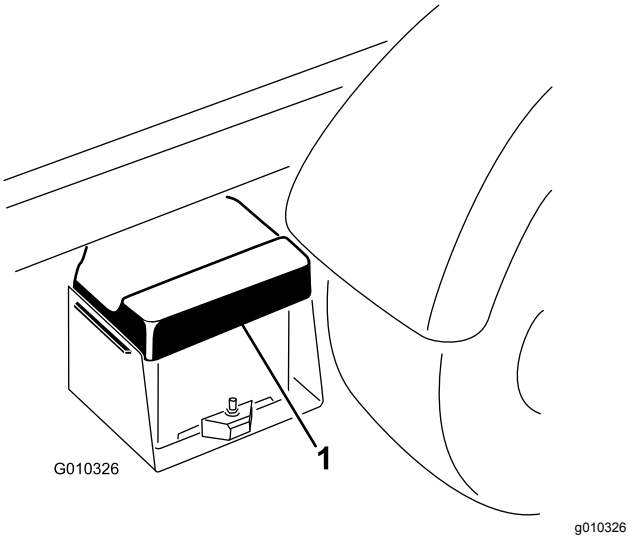

Figur 41
1. Kläm ihop batterikåpan för att frigöra flikarna från batterilådan, och ta sedan bort batterikåpan från batterilådan (Figur 41).